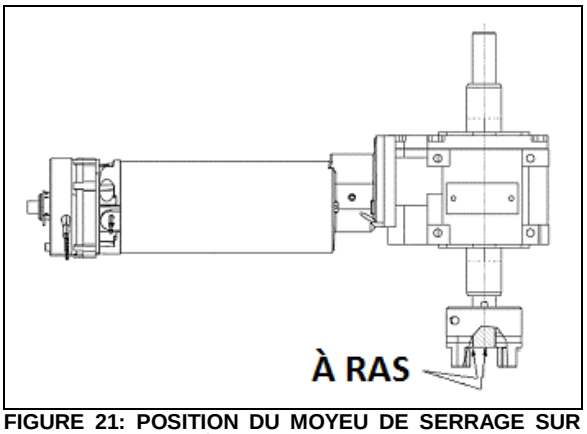

FIGURE 21: POSITION DU MOYEU DE SERRAGE SUR L'ARBRE DE LA BOÎTE D'ENGRENAGE 26047
6. Installer le moyeu sur l'un des arbres du réducteur de vitesse (côté opposé aux boulons de montage du réducteur de vitesse) à ras avec l'extrémité d'arbre (Figure 21) et appliquer le couple suivant à la vis de serrage.
7. Poser le second moyeu sur l'arbre du réducteur de vitesse. Placer les moyeux de manière à ce qu'ils soient à ras avec l'extrémité des arbres (Figure 21).